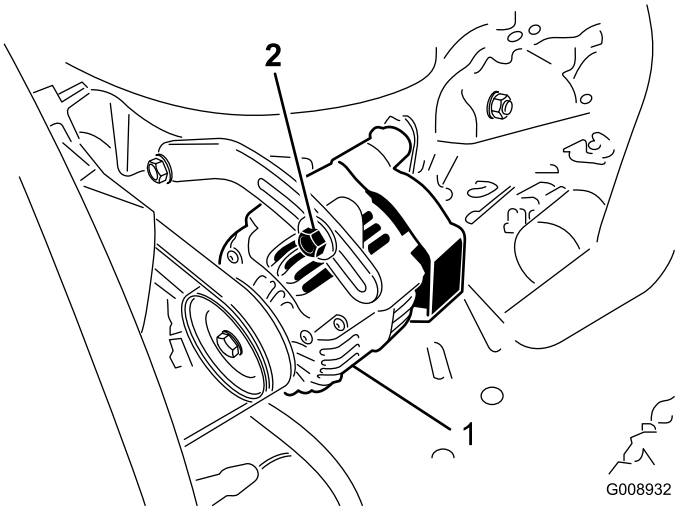

Figur 52
Kontroller remmenes tilstand og spenning (Figur 52) etter hver 100. driftstime.
2. Hvis du ikke kan trykke den ned 10 mm, løsner du monteringsboltene for generatoren (Figur 52). Øk eller reduser spenningen til generatorremmen, og stram til boltene. Kontroller hvor langt ned du kan trykke beltet, for å kontrollere at spenningen er riktig.